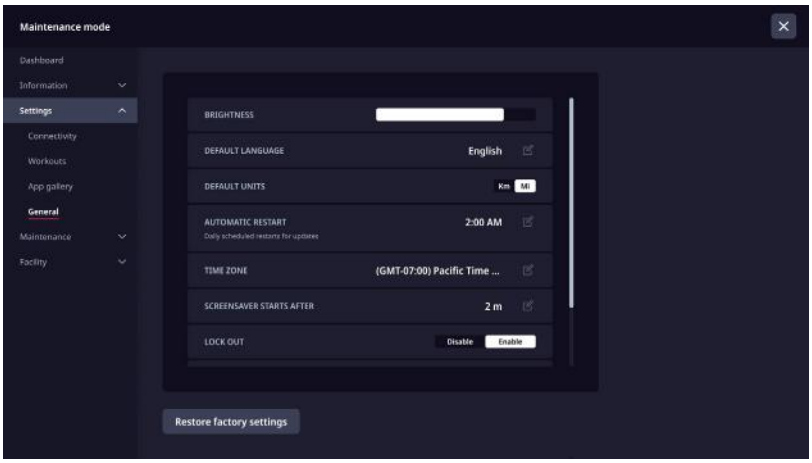

Fig. 70
3. Tap **Settings** to display the sub-menu then tap **General** (Fig. 70).